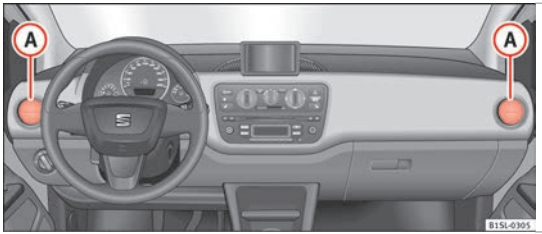

Fig. 78 Dash panel: Air vents
Never close the air vents ››› **Fig. 78** (A) completely to ensure heating, cooling and ventilation inside the vehicle.